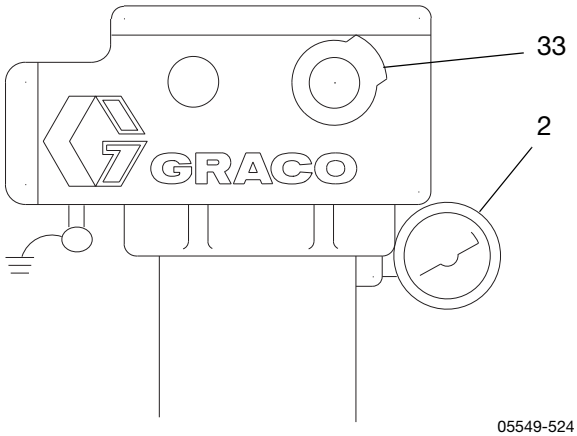

**FIG. 11 : Réglage de la commande du réchauffeur**
**(Se reporter à la FIG. 11)**
1. Placez le bouton de réglage (33) du réchauffeur sur le point de consigne 4 ou 5 pour essayer.
3. Après 10 minutes, lisez la température sur le thermomètre (2). Si elle ne correspond pas à la température voulue, ajustez le point de consigne.